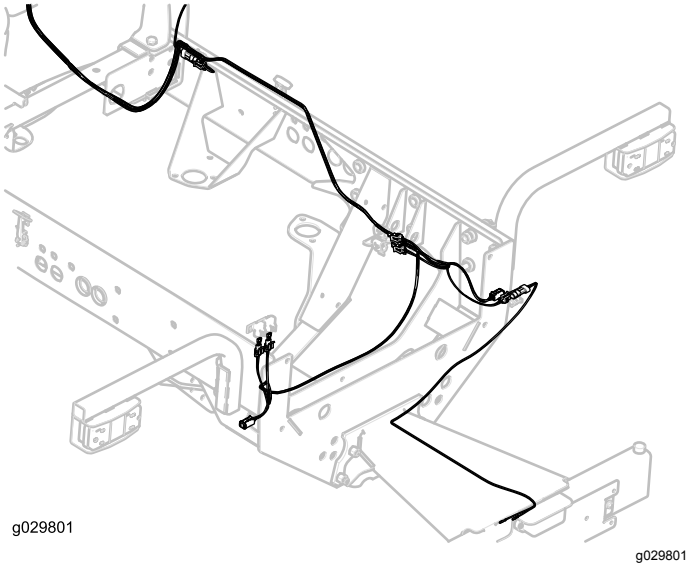

Figura 31
22. Enrute el arnés de cables hasta la luz de la placa de matrícula y enchufe el conector del arnés de cables en el conector de la luz (Figura 31).